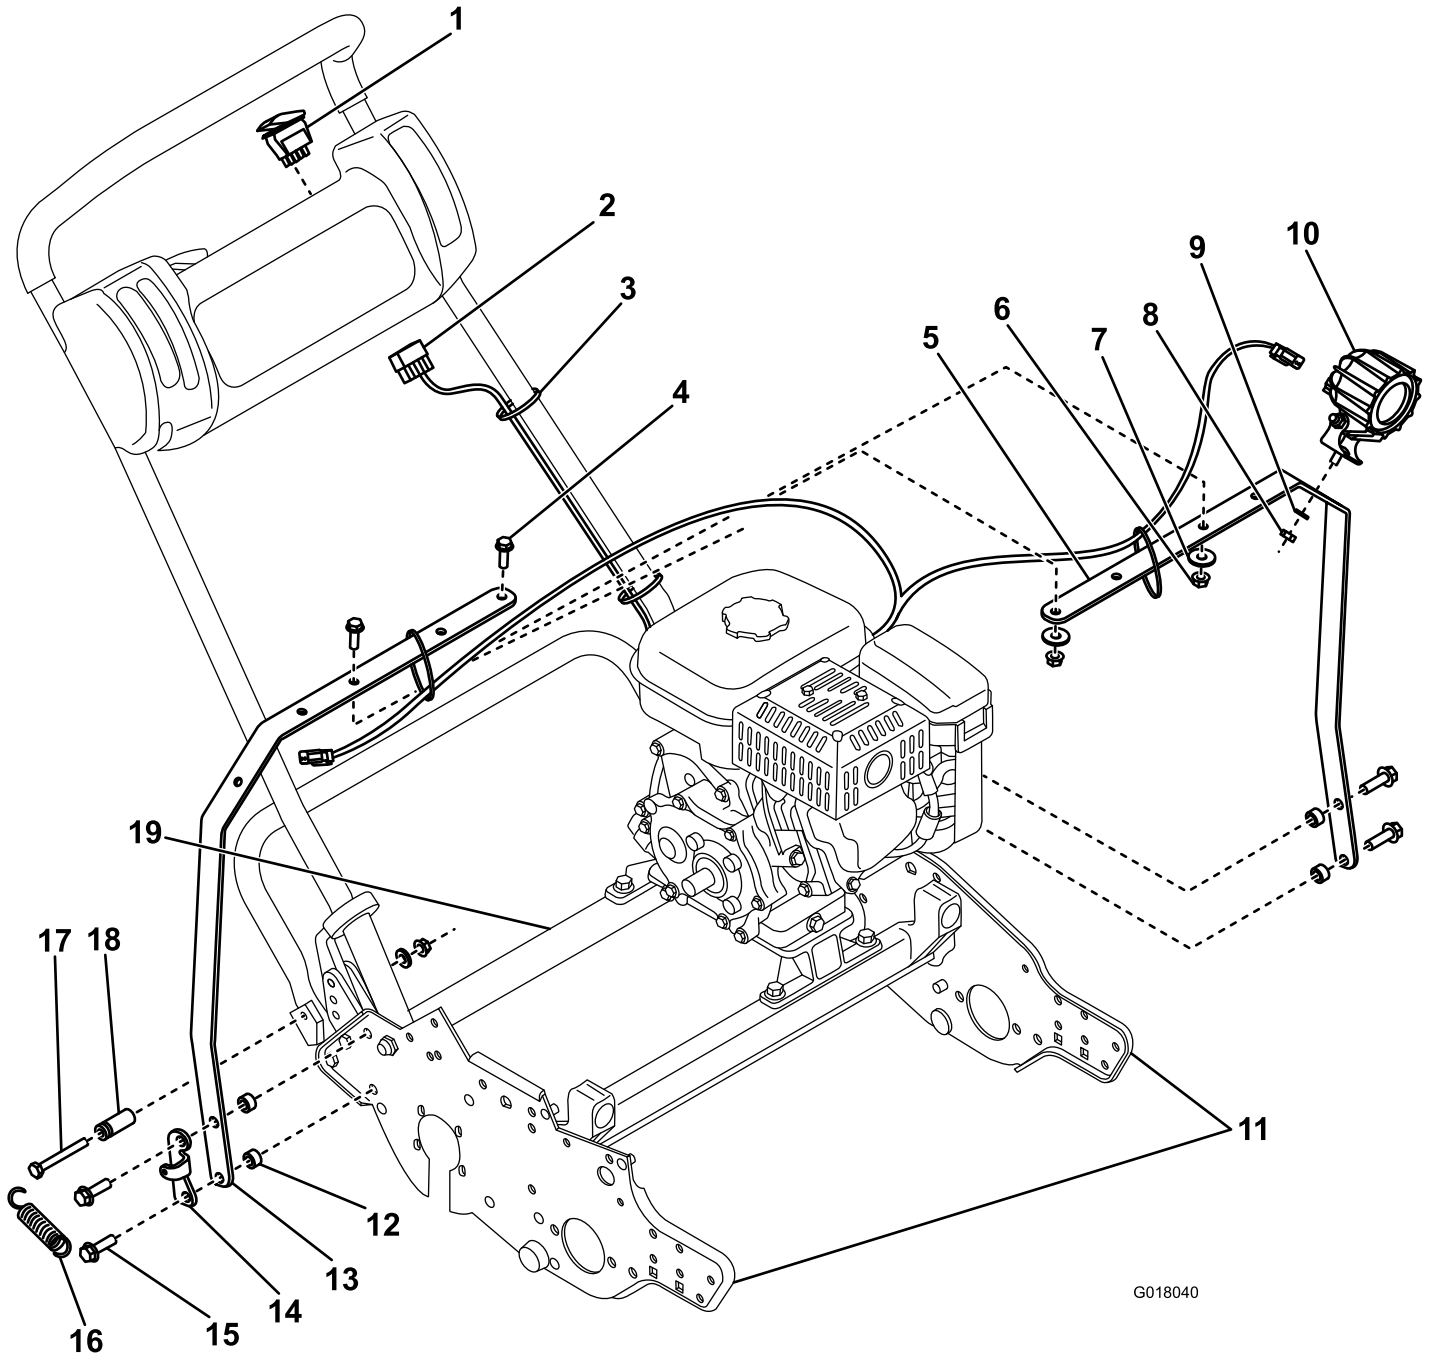

Figur 2
2. Fjern de 2 bolte (3/8 tomme), som forbinder højre sideplade med den bageste tværvange og fjederbeslaget (Figur 2).
3. Monter højre stang og det tidligere fjernede fjederbeslag på maskinen med 2 afstandsbøsninger og 2 bolte (3/8 x 1–1/4 tomme) (Figur 2).
4. Fjern de 2 bolte (3/8 tomme), som forbinder venstre sideplade med den bageste tværvange (Figur 2).
7. Monter lysene på stangen, og fastgør dem med delene, der er fastgjort til lysene (Figur 2).
8. Tilslut ledningsnettet til lysene (Figur 2) ved at forbinde den lange ende med højre lys.
9. Fjern hulstikket, og monter kontakten i kontrolpanelet. Sæt derefter lysledningsnettet i kontakten (Figur 2).
10. Tilslut ledningsnettets strømstik til den blå ledning med bullethunstikkene, der sidder på motorens blæserhus (Figur 2).
11. Fastgør ledningsnettet med kabelbånd (Figur 2), og skub overskydende ledninger ind under kontrolpanelet.
12. Fjern den gamle fjederholder, og monter den nye fjederholder med en bolt (5/16 x 2–3/4 tomme) (Figur 2). Monter også fjederen, der blev fjernet tidligere.